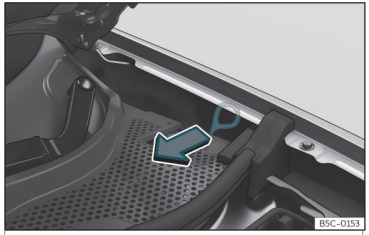

Fig. 194 Tra l'ala sinistra e la cerniera del cofano motore.: Maniglia per lo sblocco di emergenza del connettore di carica.
La maniglia per lo sblocco manuale di emergenza si trova sul lato sinistro dell'abitacolo anteriore, sopra la presa di ricarica ››› **fig. 194**.
- Tirare la maniglia››› **fig. 194**.